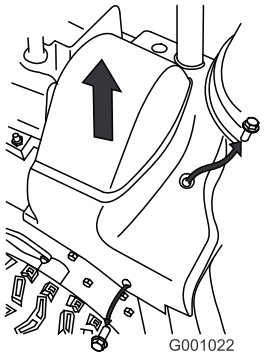

Figur 47
2. Lyft upp remkåpans högra sida (Figur 47).